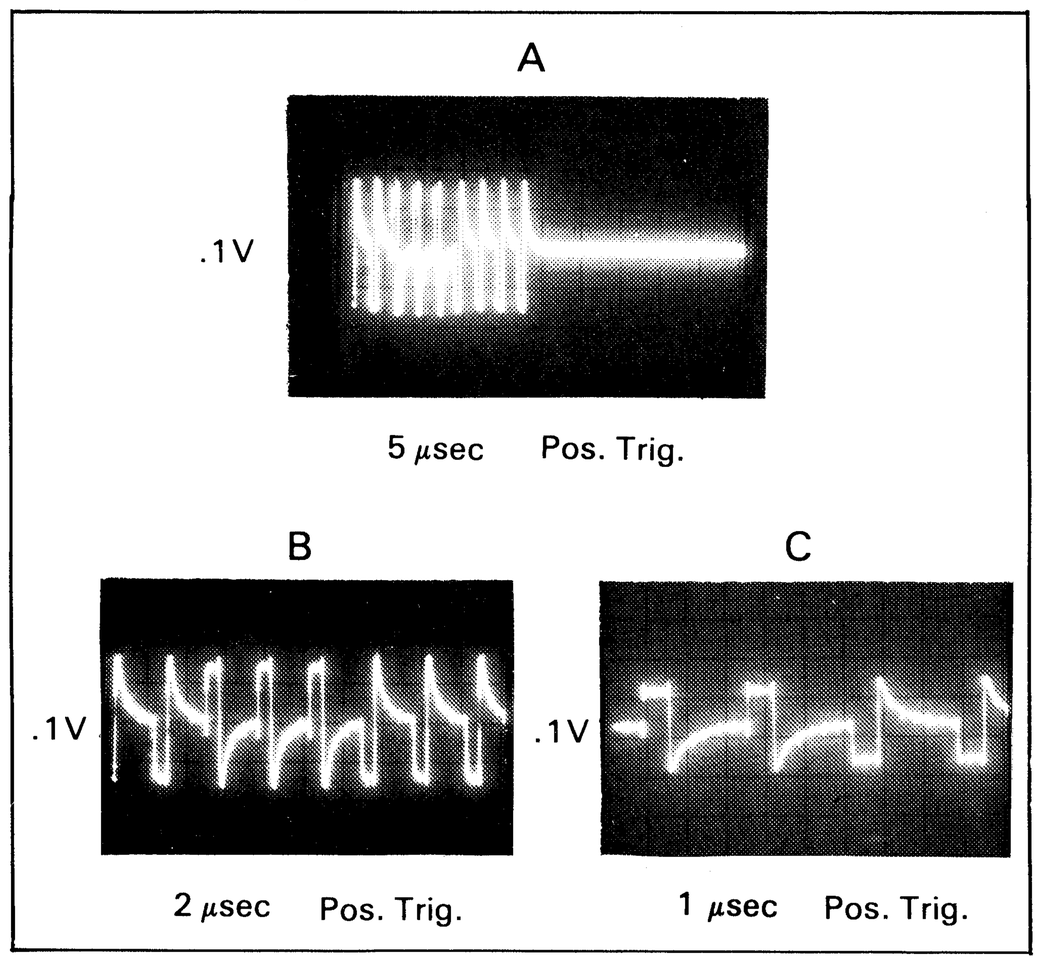

Figure 8-A-7. Transmitter Output.
b. Connect the vertical input of an oscilloscope to the core of transformer A3T1. Using the scope set-up information in Figure 8-A-7A, check for the waveform shown in the figure.
8-A-40. Since the waveform at the core of T1 is used to determine the Transmitter Failure, it is important to know how the normal waveform should look. Refer to Figure 8-A-7A. Note that the waveform has a total of 9 pulses. The first 2 pulses indicates a High condition, the next 3 a Low, and the last 4 a High. The shape of the pulses is also important. Use the expanded view of the waveform to determine the correct shape. An expanded view is in Figure 8-A-7B and C. The drawing on Schematic 12 may also be helpful. Once it has ben determined how the waveform should look, Transmitter Failures can be categorized as follows: